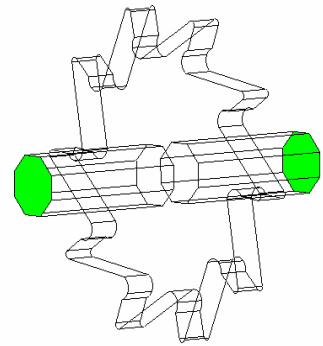

Figure 13. Visualization of the condition applied to the surfaces under pressure
5. Choose the **Draw** option from the menu in the **Constraints** window. Then select the **colors** option (see Figure 13).